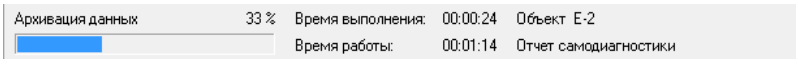

Рис. 15 Панель состояния (для режима архивации).
- тип архивируемых данных (рис. 15).